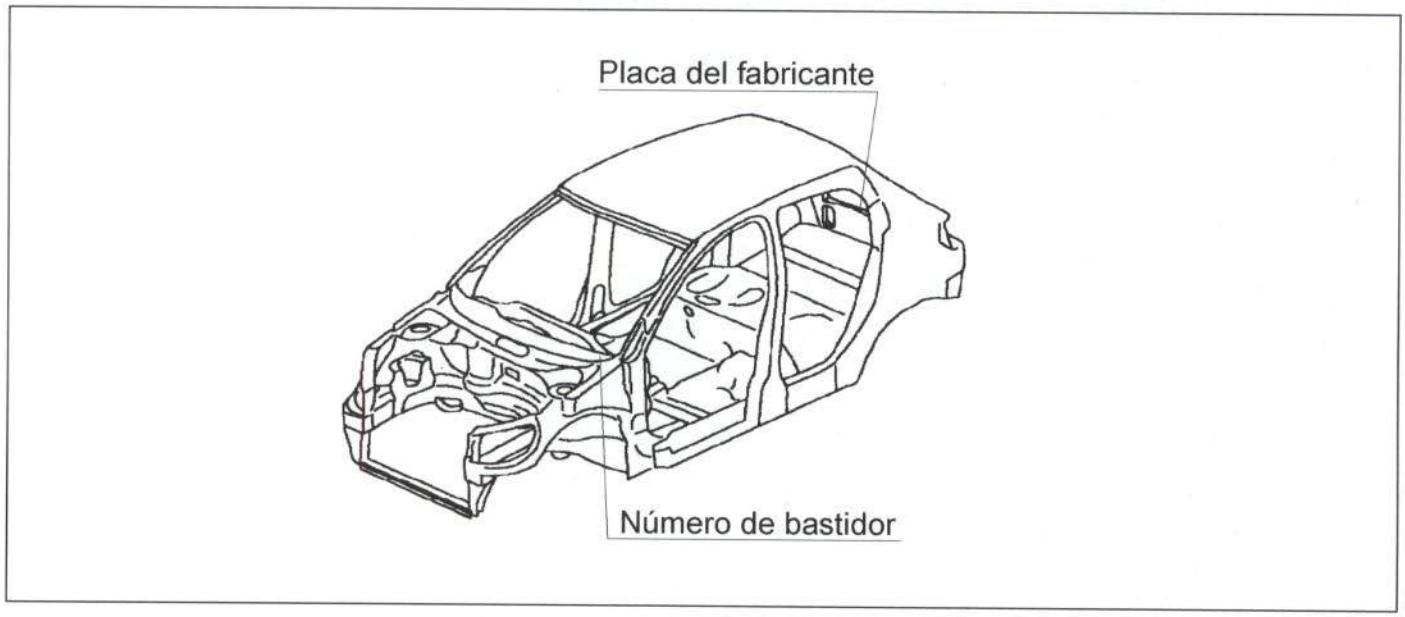

Figura 1.- Situación de la placa de identificación del vehículo y número de bastidor
Las características que identifican al vehículo se recogen, debidamente codificadas, en diversos puntos de la carrocería, como se refleja en la figura 1.
- **El número de bastidor** se encuentra troquelado en la chapa del salpicadero, entre el motor y el compartimento de los pasajeros, así como en el faldón trasero (figura 1).